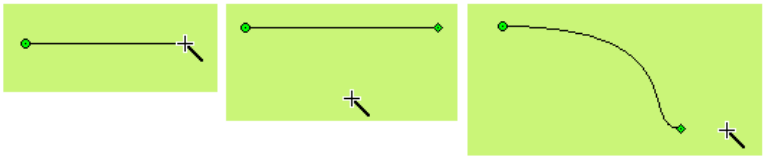

Рисунок 4-26 Рисование кривой/дуги
- В этот момент, форма мыши все еще остается крестом. Переместите курсор мыши в другое место, где вы хотите установить конец кривой/дуги, зажмите левую кнопку и перетащите мышь. Затем, отпустите кнопку и правым щелчком завершите процесс рисования. Смотрите рисунок 4-26